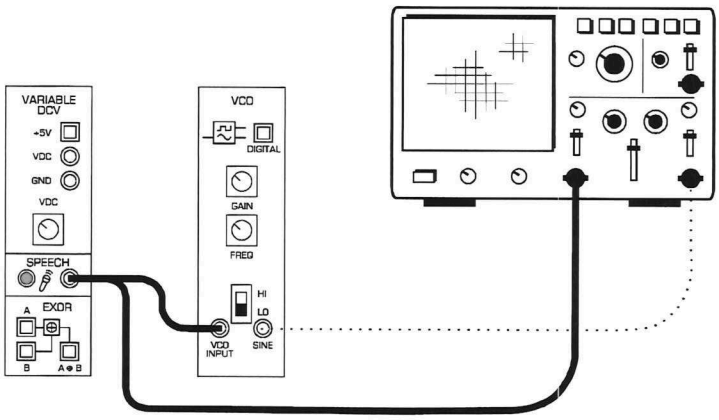

Figure 5
30. Connect them to the Speech module's output as shown in Figure 5 below.